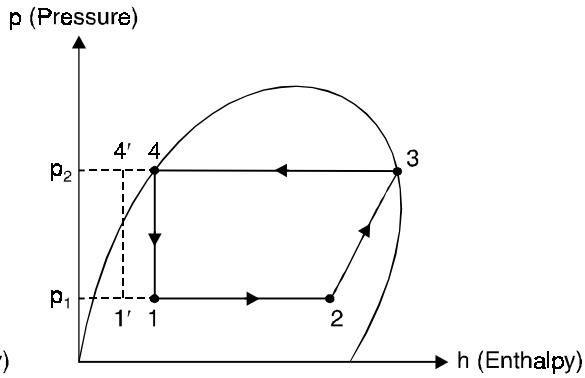

Fig. 14.18. Effect of sub-cooling of liquid.
4. **Effect of sub-cooling of liquid.** *'Sub-cooling' is the process of cooling the liquid refrigerant below the condensing temperature for a given pressure*. In Fig. 14.18 the process of sub-cooling is shown by 4-4′. As is evident from the figure the *effect of subcooling is to increase the refrigerating effect. Thus sub-cooling results in increase of C.O.P. provided that no further energy has to be spent to obtain the extra cold coolant required*.